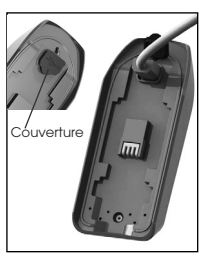

FIGURE 11
3. Branchez la batterie à l'ordinateur à l'aide du câble micro USB fourni. Pour accéder au port sur le module de la batterie, soulevez le couvercle (figure 11). Sinon, connectez le module de la batterie à un chargeur mural avec un câble micro USB.